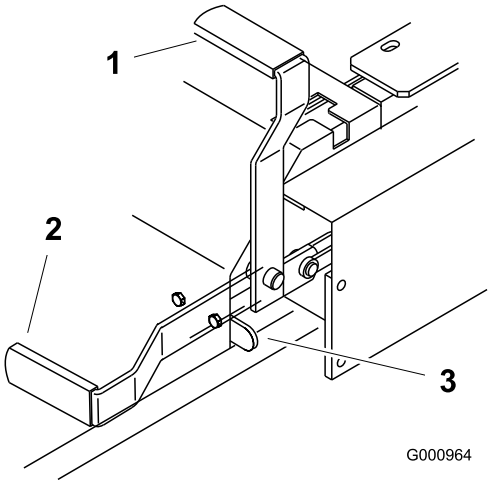

**Figur 11**
2. Træk parkeringsbremsegrebet tilbage og op for at aktivere parkeringsbremsen (Figur 11). Parkeringsbremsegrebet skal blive i aktiveret position.
Tryk parkeringsbremsegrebet fremad og ned for at deaktivere parkeringsbremsen (Figur 11). Parkeringsbremsen er deaktiveret, og håndtaget hviler mod bremsestoppet.